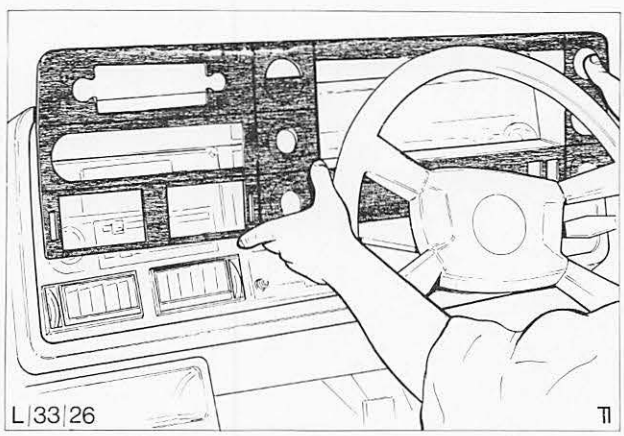

Abb. 3 Instrumentenblende abnehmen
5. Instrumentenblende von der Instrumententafel abnehmen, Abb. 3.